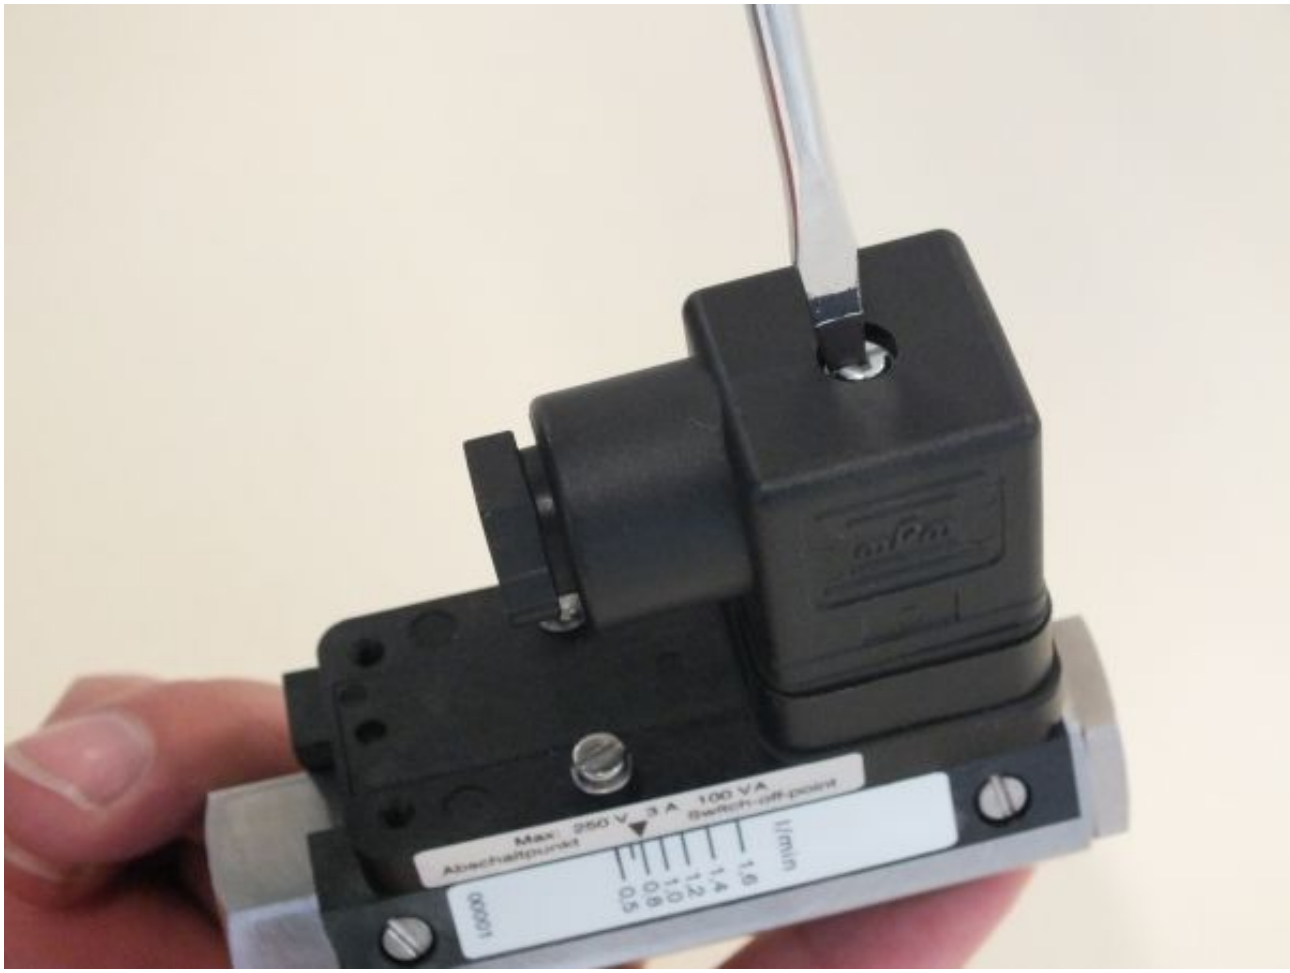

Fig. 25: Detach socket
1. Release the fixing screw (*Fig. 25*) from the socket
9. Place the female socket onto the connecting plug and tighten the fixing screw (*Fig. 25*/1).